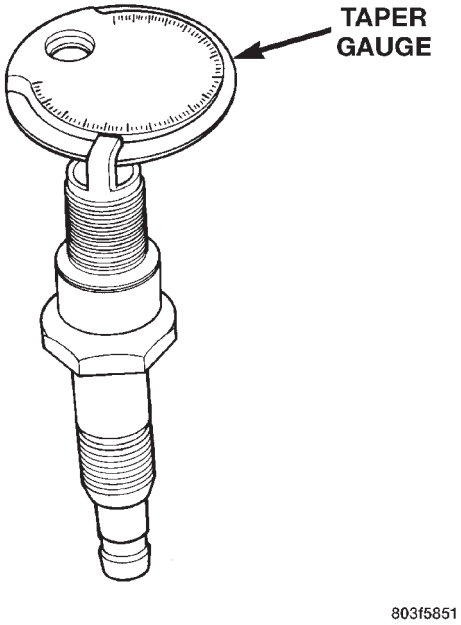

Fig. 3 Setting Spark Plug Electrode Gap
Spark plugs that have low mileage may be cleaned and reused if not otherwise defective, carbon or oil fouled. Refer to the Spark Plug Condition section of this group. After cleaning, file the center electrode flat with a small flat point file or jewelers file. Adjust the gap between the electrodes (Fig. 3) to the dimensions specified in the chart at the end of this section.
- **Use only a taper gap gauge** (Fig. 3)